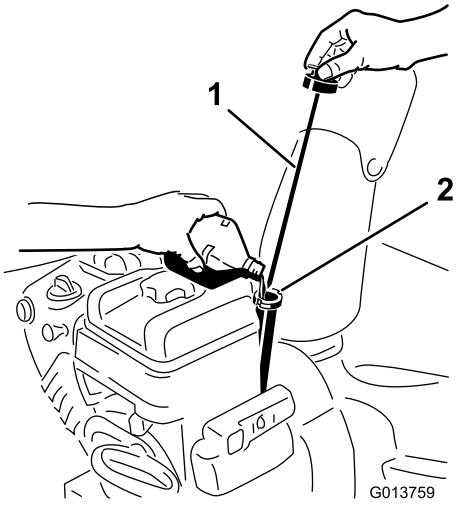

Figur 13
2. Rengør området rundt om målepinden (Figur 13).